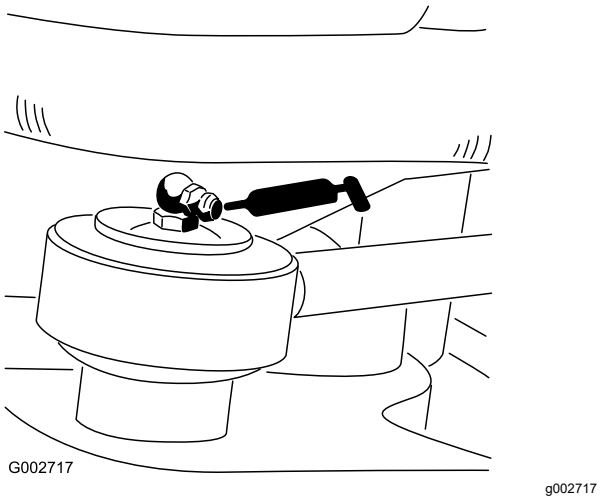

Figur 23
- 1 Styretøjsstangenden – Kun model 08705 (Figur 23).